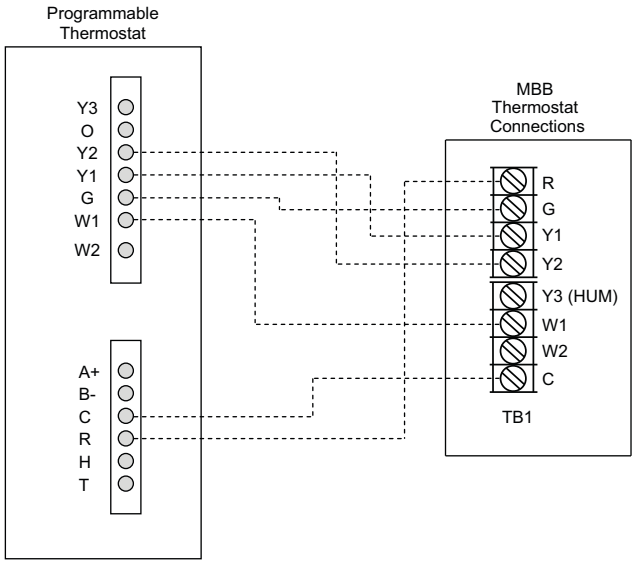

Fig. 42 — Typical Thermostat Connections – SystemVu Controller MBB
3. For connections to the SystemVu controller see Fig. 42. Refer to the installation instructions included with the Carrier Connect Plus thermostat for more information.